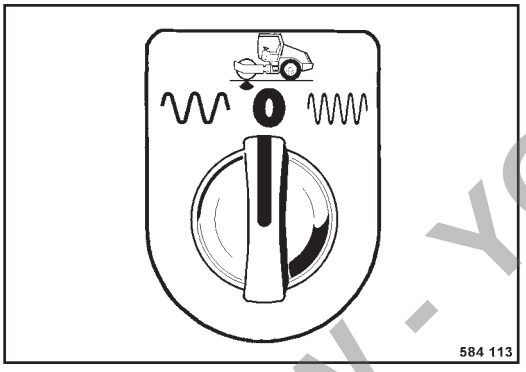

Fig. 34
- Turn the rotary vibration selector switch (Fig. 34) to position “0”, vibration off.